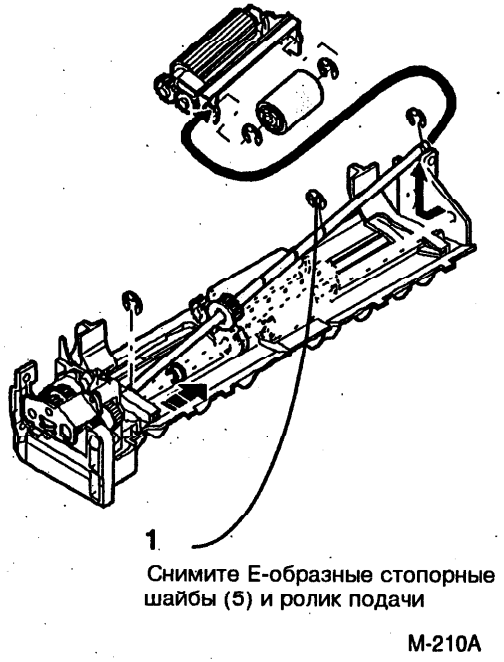

Рис. 4. Снятие ролика подачи
6. (Рис. 4): Снимите ролик подачи.